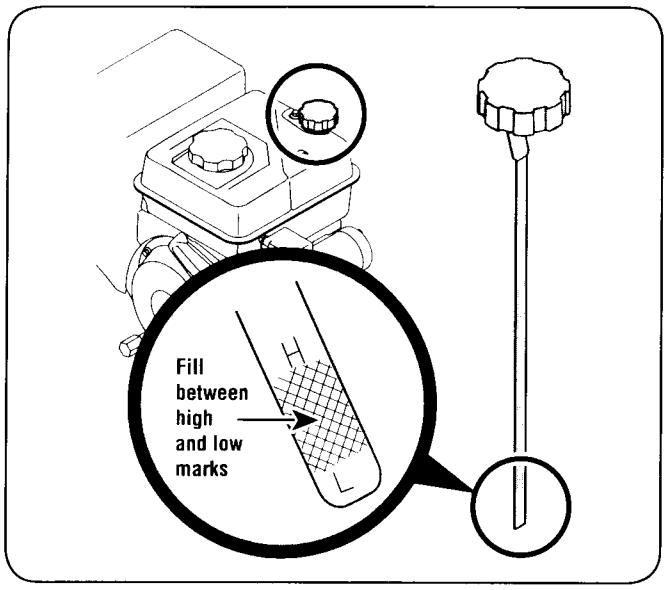

Figure 3-12
1. Remove the oil filler cap/dipstick and wipe the dipstick clean. See Fig. 3-12.